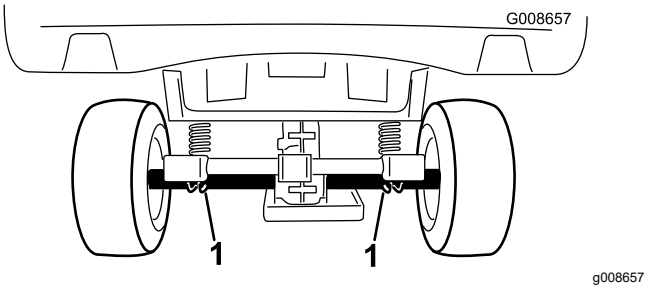

Figur 21
- Lyftpunkten baktill på maskinen sitter under axelrören (Figur 21).